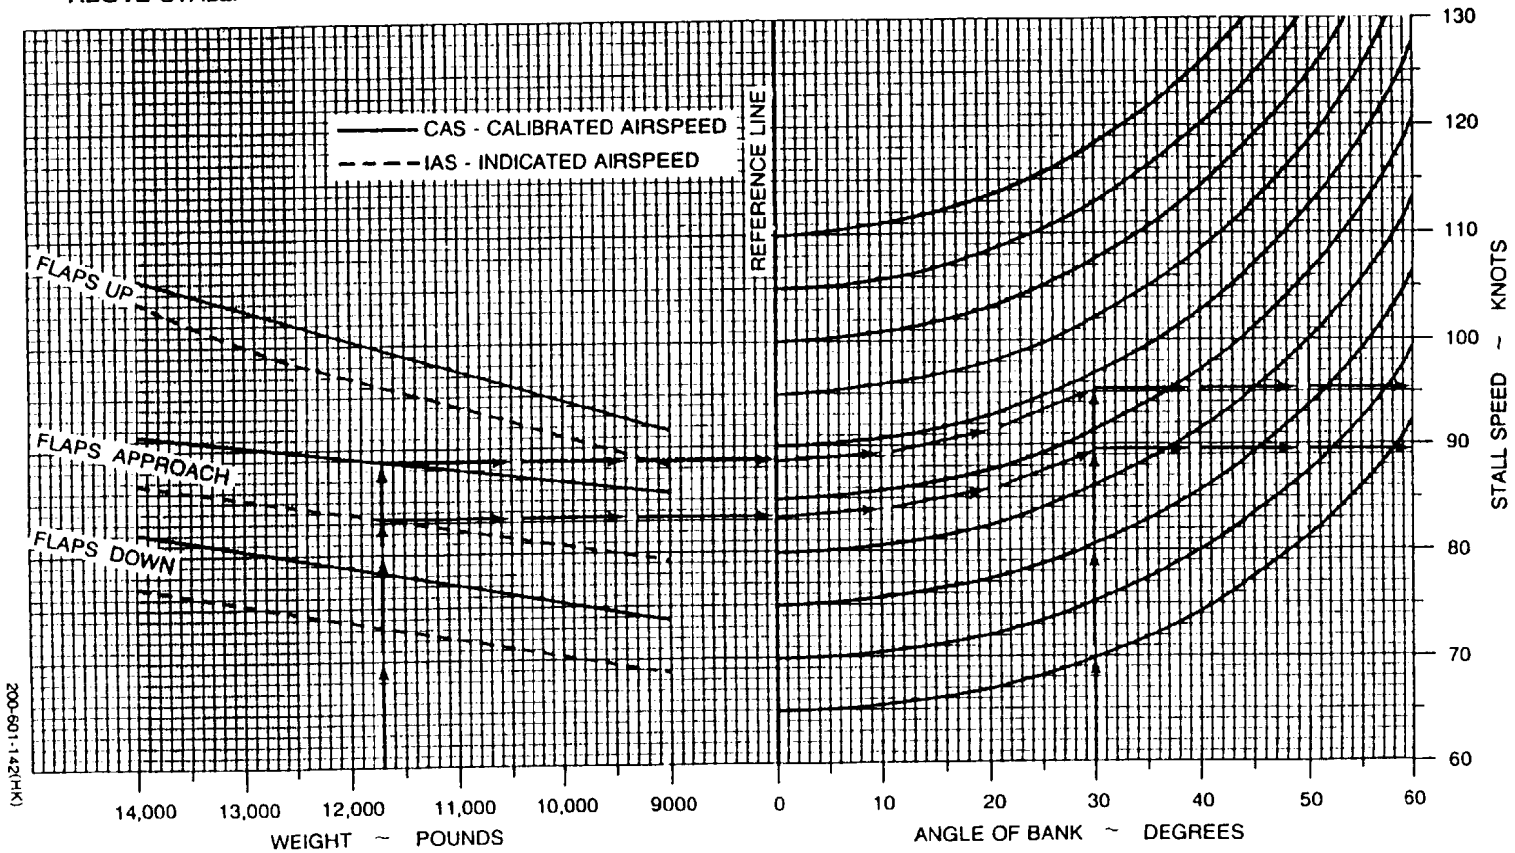

Figure 8-3. Stall Speeds - Power Idle
b. Power-Off Stalls. The roll tendency is considerably less pronounced in power-off stalls (in any configuration), and is more easily prevented or corrected by adequate rudder and aileron control, respectively. The nose will generally drop straight through with some tendency to pitch up again if recovery is not made immediately. With flaps down, there is little or no roll tendency and stalling speed is much slower than with flaps up. The Stall Speeds chart (fig. 8-3) shows the indicated power-off stall speeds with aircraft in various configurations. Altitude loss during a full stall may be as much as 1000 feet.